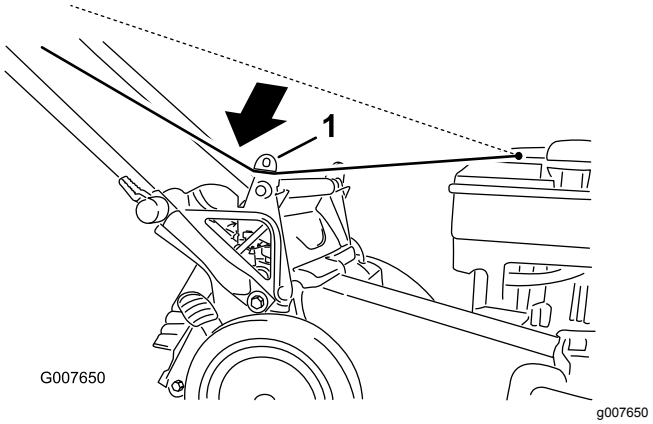

Rysunek 25
1. Poprowadź linkę rozrusznika wokół dolnej prowadnicy linki (Rysunek 25).